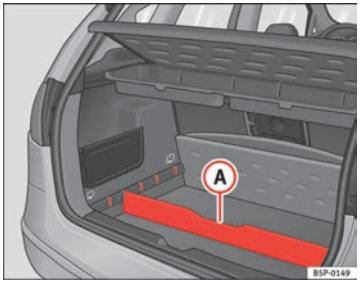

Abb. 106 Trennelement des Gepäckraumbodens ▶
– Das Trennelement (A) ⇒Abb. 106 je nach Größe der zu transportierenden Gegenstände in die seitlichen Schlitze einsetzen. Unter dem Fach befinden sich das Bordwerkzeug und das Reserverad.